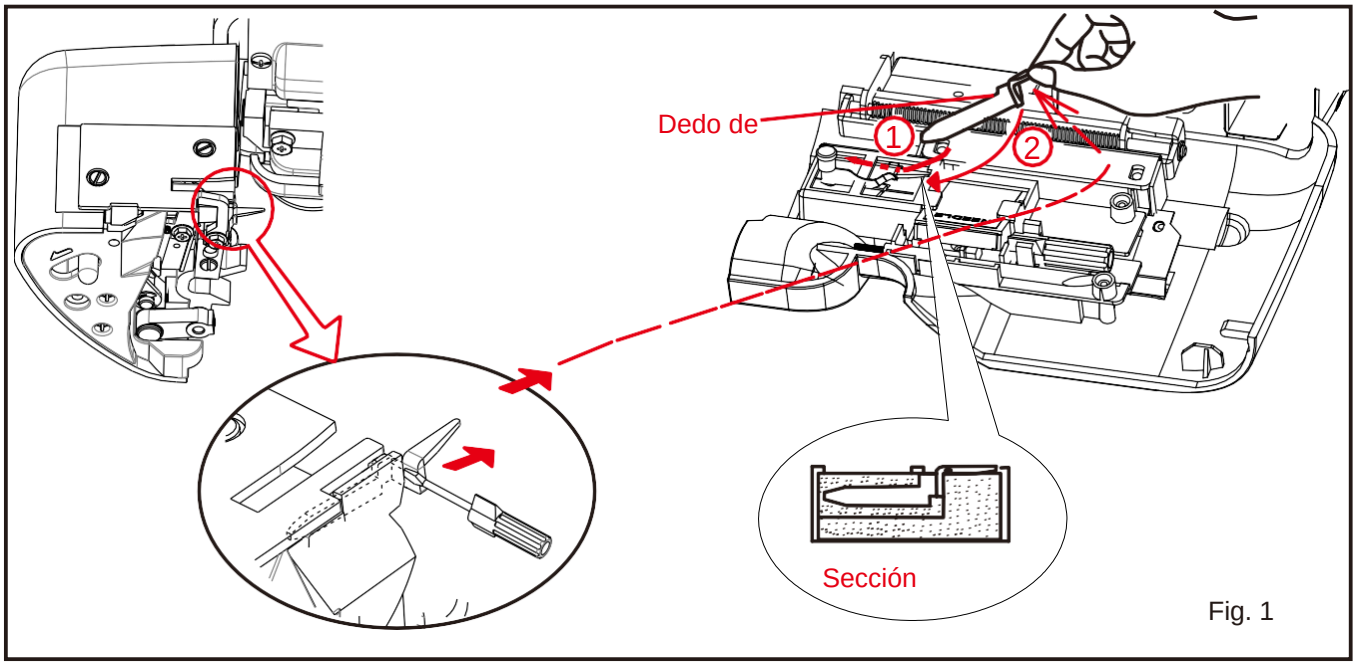

Fig. 1
2. Después de acabar, vuelva a colocar el dedo de puntada en su lugar. Por favor, asegúrese de insertarlo profundamente como se ilustra en la Fig. 1.
Cosido — Fig. 1